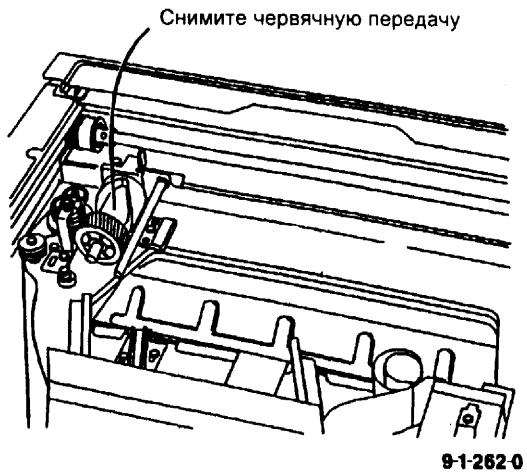

Рис. 3 Снятие червячной передачи
4. (Рис. 3) Снимите червячную передачу.